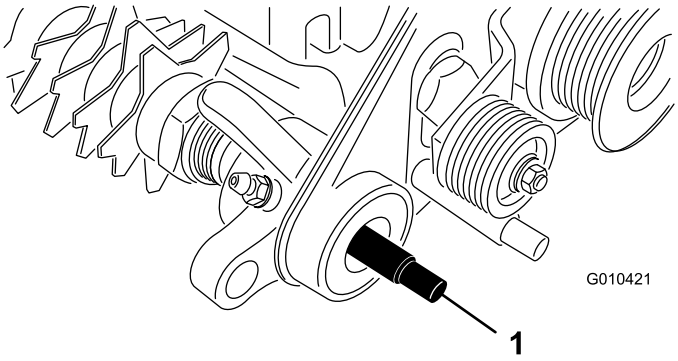

**Figura 7**
1. Aplique grasa a la junta del soporte del cojinete de la transmisión y al extremo del eje del acondicionador (Figura 7).
2. Introduzca un extremo del eje del acondicionador en el soporte del cojinete de la transmisión (Figura 7).